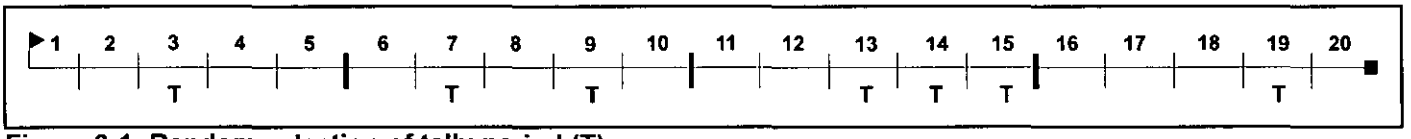
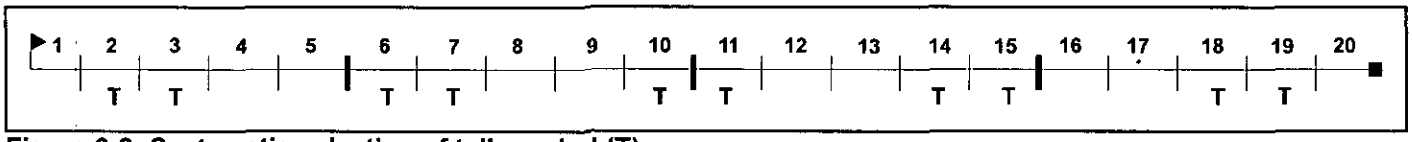

Figure 6-1: Random selection of tally period (T)
Figure 6-2: Systematic selection of tally period (T)
Figure 6-1 shows a string of gear with 4 magazines which contain 5 skates each, for a total of 20 skates. Each skate has 200 hooks, so the entire string of gear has 4,000 hooks. You have to tally sample 1/3 of the gear being retrieved which is 1,333 hooks, or at least 7 skates. By what ever means possible, (drawing numbers, rolling dice or using the random number table to chose numbers between 1-20) you have chosen random skates 3, 7, 9, 13, 14, 15, and 19 to tally sample.
In applying timed sampling, the manner of randomly choosing the sections is the same. For example, the vessel retrieves the same string of gear shown in Figure 6-1 in 3 hours. This means that 200 hooks are brought up about every 9 minutes. Then randomly choose 7 (9) minute periods to tally sample over a 180 minute period.
There are vessels that operate in such a way even experienced Observers have difficulty using random sampling methods, so a systematic approach must be used. Systematic sampling is choosing a number of sections of gear that you will sample with exactly the same number of non-sampled sections of gear between each sampled section, over the entire period of a gear retrieval (see Figure 6-2). In systematic sampling, the sections of gear are not chosen randomly, although the first sampled section of gear (starting point) in the tally sample will be chosen randomly.
If you want to sample 1/3 of the set, you have to sample every third unit (every 2 units if sampling a half of the set, etc.). You do not want the same starting point for every set. Randomly pick a number between one and three for the unit to start tallying. In the first systematic sampling example (Figure 6-2), the set is divided into 10 units of 2 skates each. The number 2 was randomly picked, so the second unit is where the tally sampling began. Two skates were tallied, two were skipped, another two tallied, etc.
In the previously discussed examples (Figure 6-1 and Figure 6-2), the vessel has 200 hooks per skate. By choosing a random number between 1 and 200 you could select a specific hook to start collecting fish for average weights. You could also choose to collect fish at a specific skate or mag marker. In either case you, or the rollerman, start retaining the 1st through the 50th fish after your starting point. These fish will be used for average weights. This collection could be repeated several times throughout your tally periods. If after repeating this collection several times you do not get the required number of fish for average weights, you can take additional fish from outside your tally. You have to start collecting those fish in a random fashion (i.e., the next 5 or 10 of a specific species regardless of size).